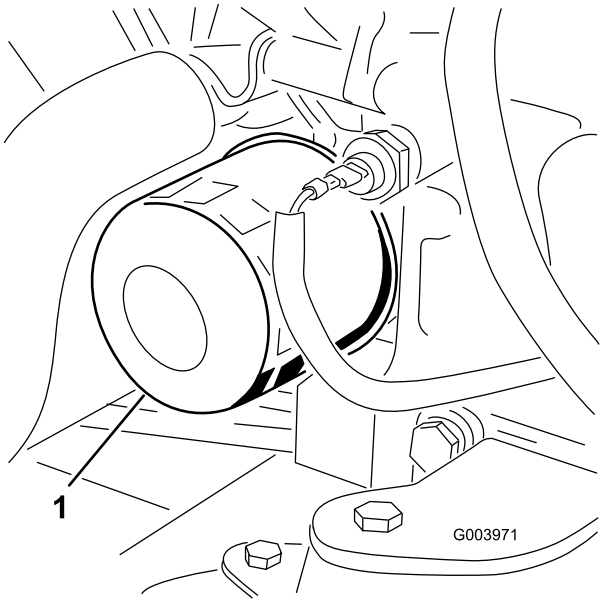

Figura 55
3. Retire el filtro de aceite (Figura 55).